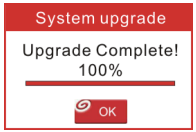

Abbildung 8
11. Der Registrierungsvorgang ist nun abgeschlossen und das Gerät ist jetzt einsatzbereit (siehe Abbildung 8).